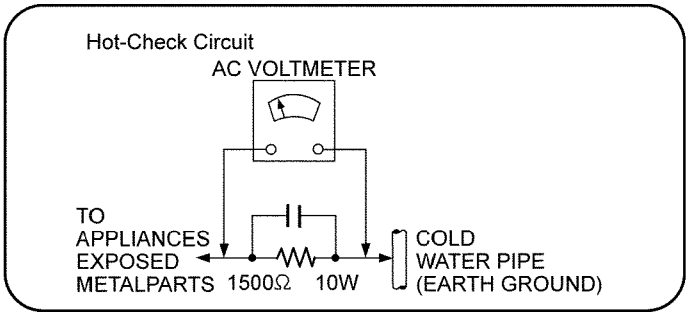

Figure. 1-1
2. Connect a 1.5kΩ, 10 watts resistor, in parallel with a 0.15μF capacitors, between each exposed metallic part on the set and a good earth ground such as a water pipe, as shown in Figure 1-1.